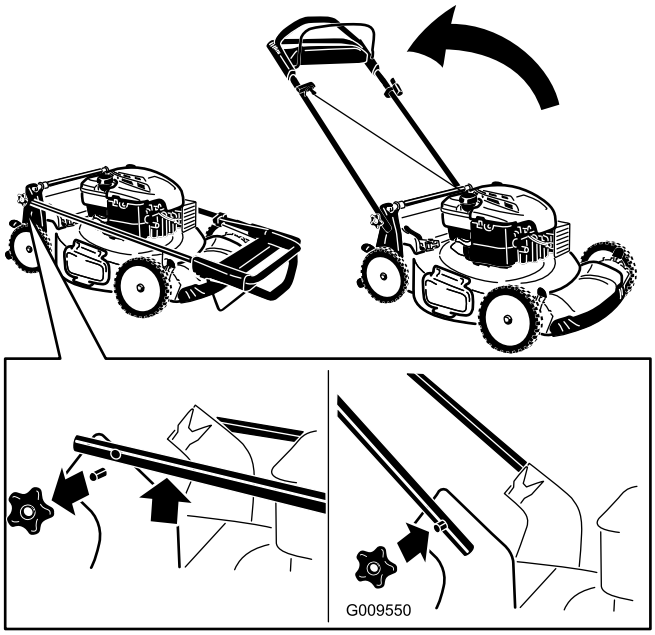

Figura 3
1. Retire los pomos del manillar de la carcasa del cortacésped (Figura 3).